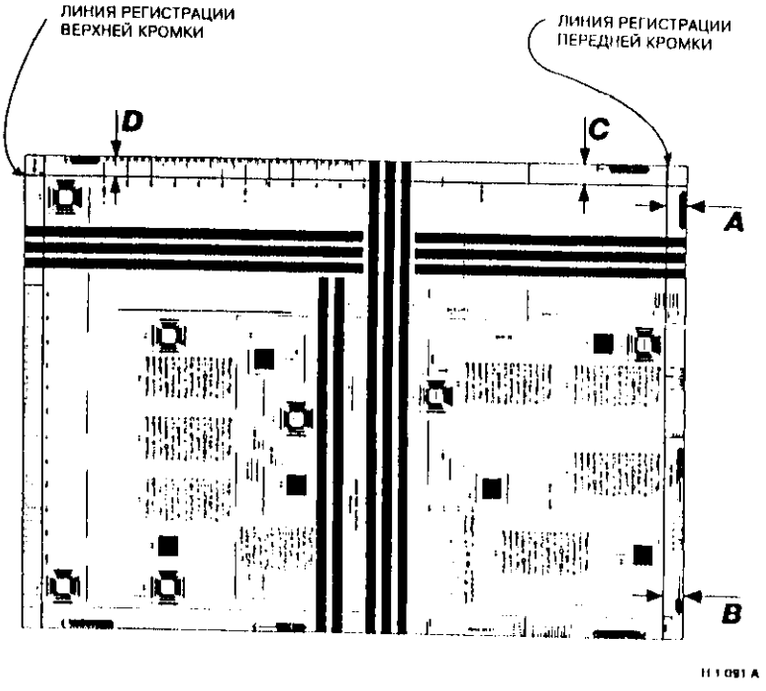

Рисунок 1. Проверка перекоса
Для проверки перекоса передней кромки измерьте расстояния между линией регистрации передней кромки и кромкой копии в точках **A** и **B** (рисунок 1). Если разница расстояний превышает ±1,2 мм, выполните **процедуру устранения перекоса передней кромки**.
Для проверки перекоса верхней кромки измерьте расстояния между линией регистрации верхней кромки и самой кромкой копии в точках **C** и **D** (рисунок 1). Если разница этих расстояний превышает ±1,5 мм, выполните **процедуру устранения перекоса верхней кромки.**
5. Проверьте выполнение технических требований к перекосу изображения (рисунок 1).